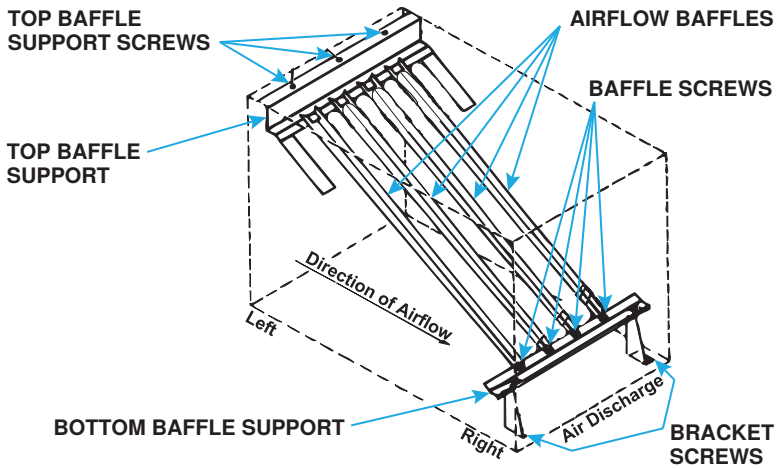

Figure 27. Airflow Baffles
b. For standard (not high CFM) furnaces, remove baffle screws (see **Figure 27**) and lift each airflow baffle slightly and slide forward. Remove all baffles from heat exchanger.